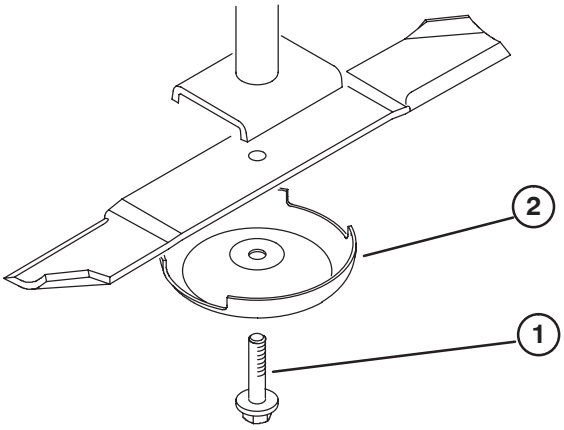

Figure 6
1. Grasp end of blade using a glove or thickly padded glove. Remove blade bolt, anti-scalp cup and blade from spindle shaft (Fig. 6).